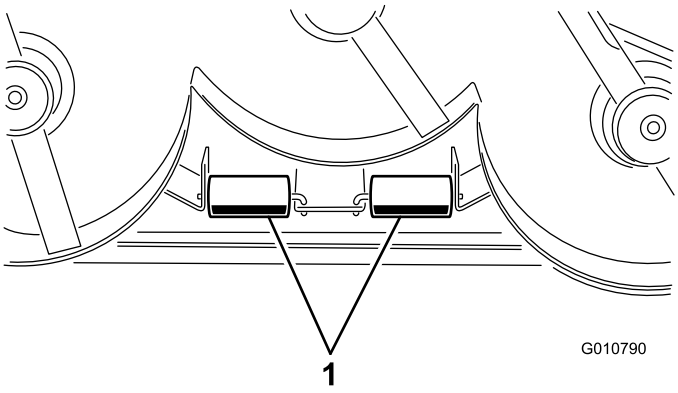

Figur 12
1. Fjern splitpindene, som fastholder rulleakslerne på beslagene på undersiden af skjoldet (Figur 12).